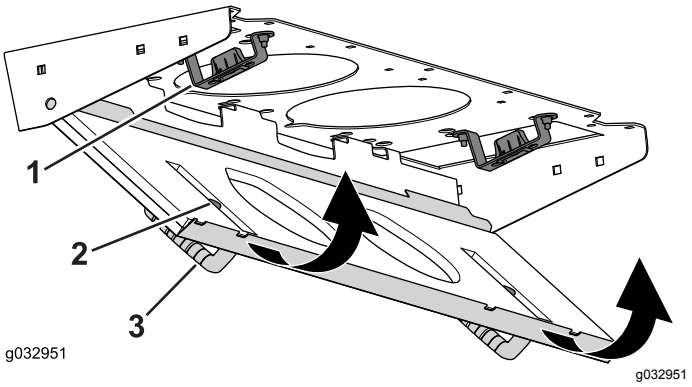

**Figur 95**
4. Roter filterskjermen rundt tappene til låsen låses inn i låsfesteenheten (Figur 95).